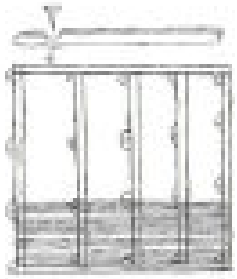

*Fig. 3. Base frame, floor joists and first layer of wall boards.*
- Screw the first layer to the base frame. Let the bottom board overhang the base frame by 3–5 mm so rainwater drips off and does not run under the wall (fig. 3).